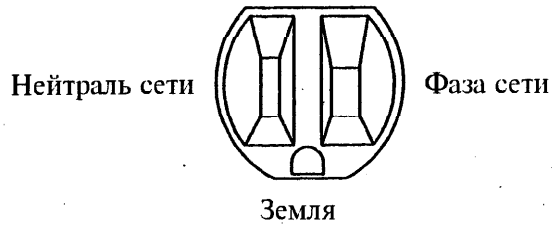
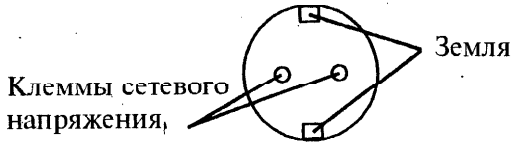

Рис. 1. Сетевая розетка USO и XLA (115 В)
Рис. 4. Сетевая розетка RX Европа (220 В)
- Проверьте, имеется ли номинальное напряжение питания в сетевой розетке (Таблица 1 и Рис. 1 - Рис. 4).